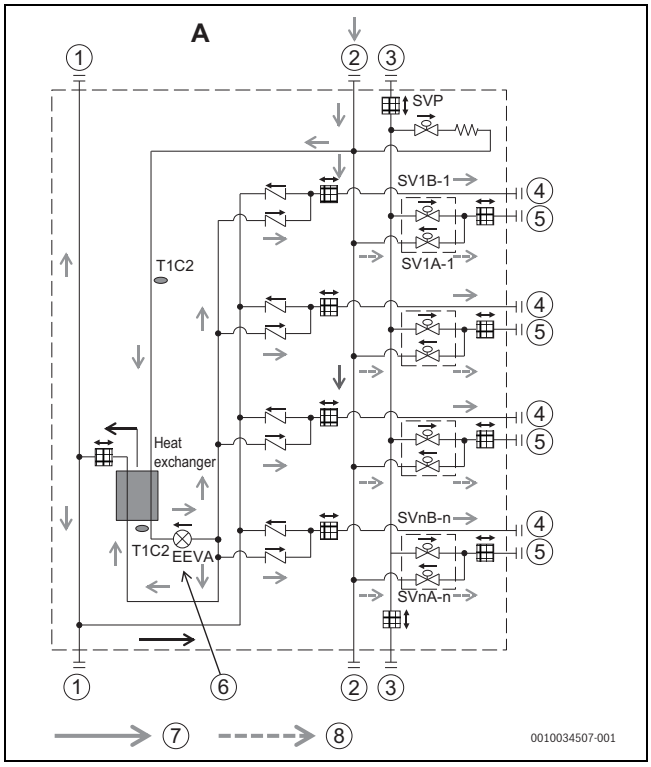

Fig. 29
a) Carica normale dalla porta ② durante la brasatura della porta ④ e carica forte (> 20 kPa (0,2 bar)) dalla porta ② durante la brasatura della porta ⑤ come Fig. 29.
b) Carica normale dalla porta (≤ 20 kPa (0,2 bar)) dalla porta ② durante la brasatura della porta ① e carica normale dalla corrispondente valvola di arresto dell'unità esterna durante la brasatura della porta ② e della porta ③ come Fig. 29.